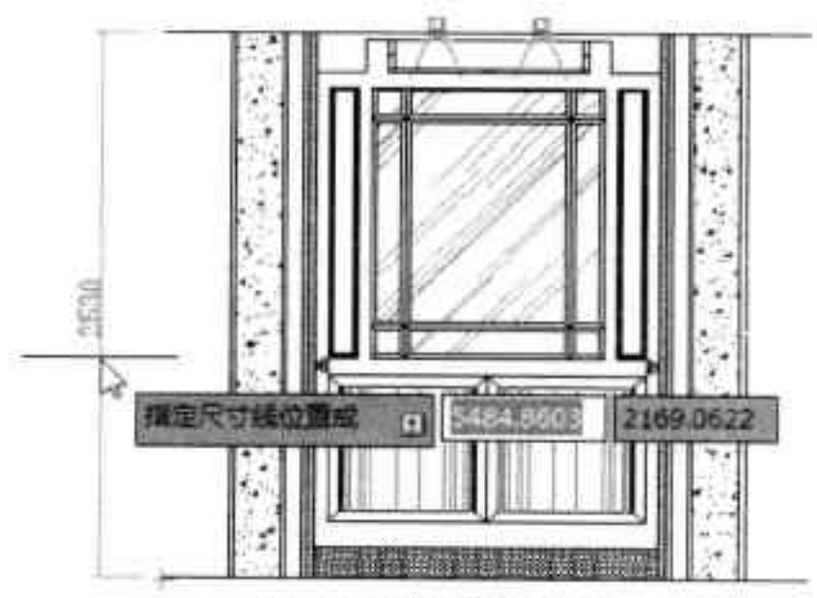

图9-86 添加标注操作
Step10 执行“注释>标注>线性”命令，捕捉电梯上下两个测量端点，并确定好尺寸线位置，完成标注操作，如图9-86所示。